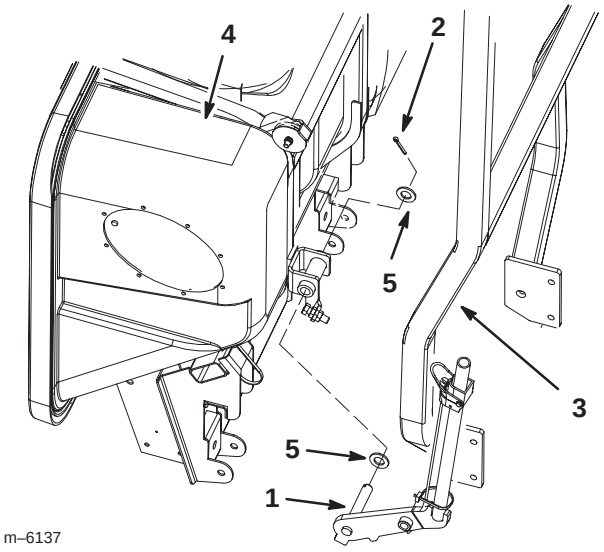

Figure 5
4. For 200 Series baggers, position the bagger arm outside the right rear corner of the ROPS (Fig. 5).